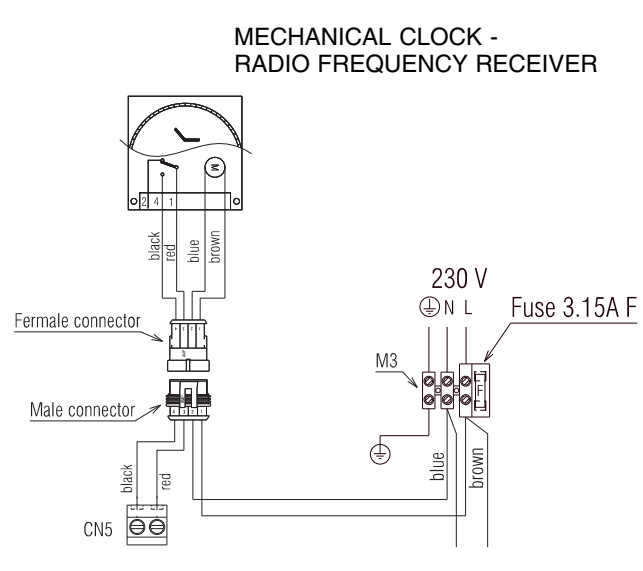

Fig. 39
Disconnect any external controls from terminal plug (CN5 fig. 39), and insert a link-wire between the two wires at the 'TA' connections.
- single-channel, voltage-free time clocks (fig. 39)
- programmable RF room thermostats (fig. 39)
- low voltage (24Vdc) room thermostat (CN5 fig. 39)
- identify the 2 black wiring (black color or black cable indication) and connect to the room thermostat terminal block (CN5 see fig. 39)
- identify the blue and brown wiring (blue/brown color or blue/brown cable indication) and connect to the M3 terminal block (see fig. 39).
- Always remove any links between TA & TA on the CN5 PCB terminal (see fig. 39)